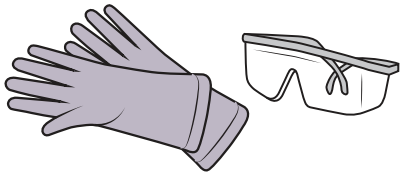

Afbeelding 52
1. Draag **beschermende handschoenen en een veiligheidsbril**. Zie Afbeelding 52.